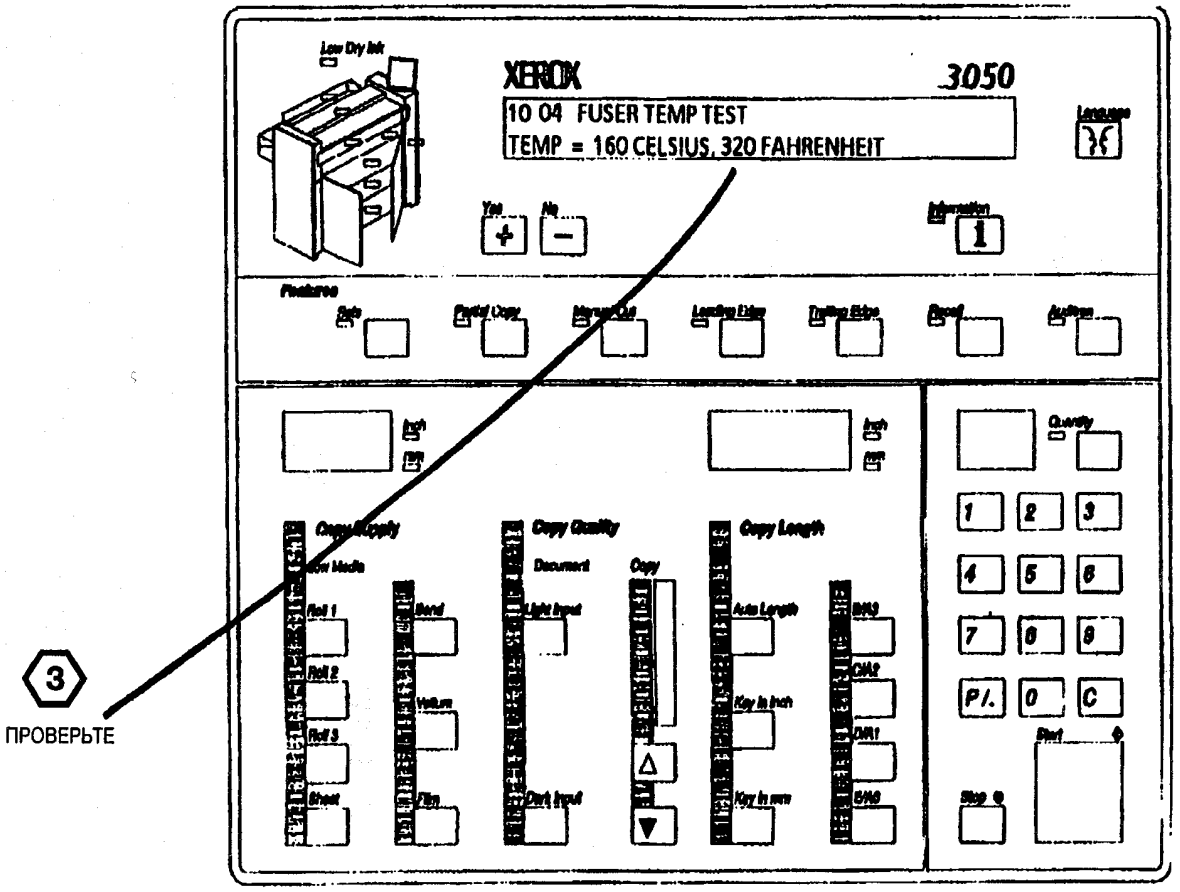

Рис. 1. Проверьте температуру фьюзера
3. (Рис. 1): Проверьте температуру фьюзера.